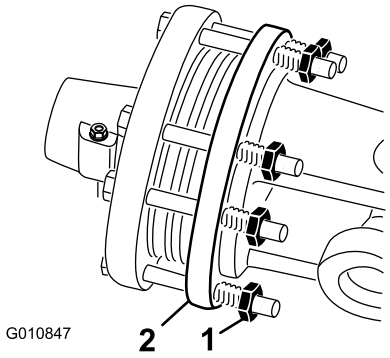

Figur 35
1. For hver sesongslutt, skrur du hver av clutchmutterne to omdreininger tilbake (Figur 35).